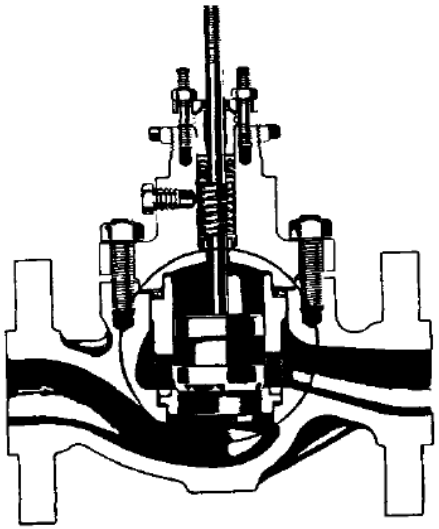

Figure 2-3. Typical single-port body control valve (*courtesy of Fisher Controls International, Inc.*).
: Figure 2-3 shows a very common single-port globe body control valve. All control valves have a variable opening or orifice. For a given pressure drop across the valve, the larger the orifice the greater the flow through the valve.
- In Figure 2-3 the orifice is made larger by moving the valve stem upward. This moves the plug off the seat, creating a larger annulus for flow between the seat and the plug. Similarly, the orifice is made smaller by moving the valve stem downward.